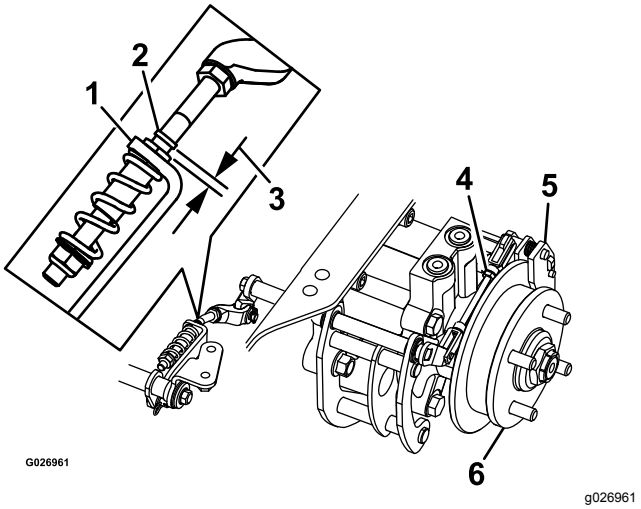

Figuur 82
8. Controleer of er ruimte zichtbaar is tussen de L-beugel en de aanslag van de koppeling (Figuur 82).